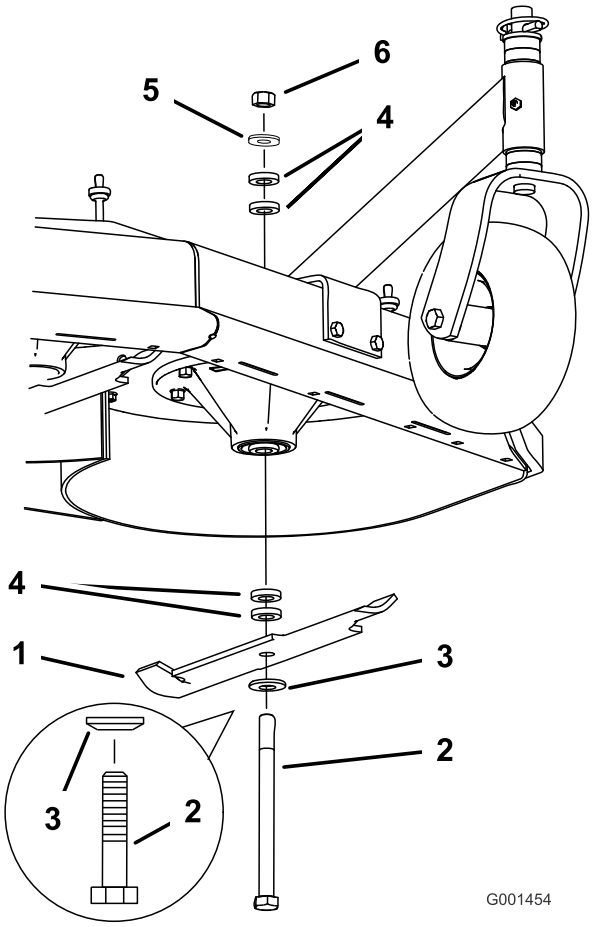
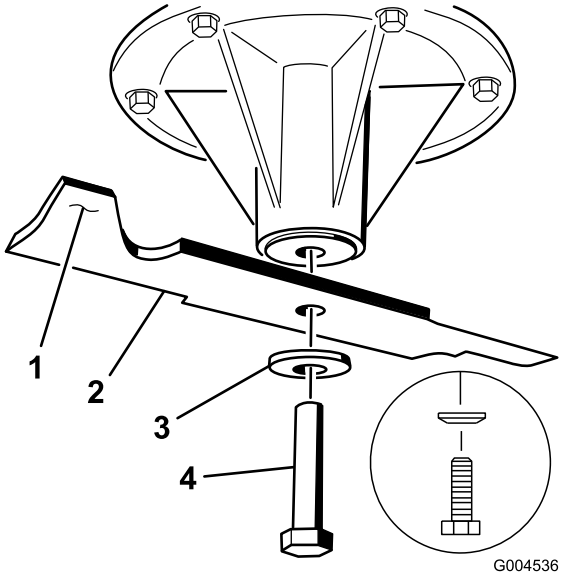

Figuur 8
Figuur 9
Belangrijk: Het vleugelgedeelte van het mes (het naar boven gerichte gedeelte) moet naar de binnenkant van de maaier gericht zijn (Figuur 8).
2. Monteer de nieuwe messen op de assen. Gebruik de ringen en mesbouten die u eerder verwijderd hebt (Figuur 8 of Figuur 9).
3. Alleen voor maaiers met vaste maaidekken: draai de mesbout vast tot 101-108 Nm (Figuur 8).
4. Alleen voor GrandStand-maaiers en maaiers met zwevende maaidekken: draai de mesbout vast tot 115-150 Nm (Figuur 9).